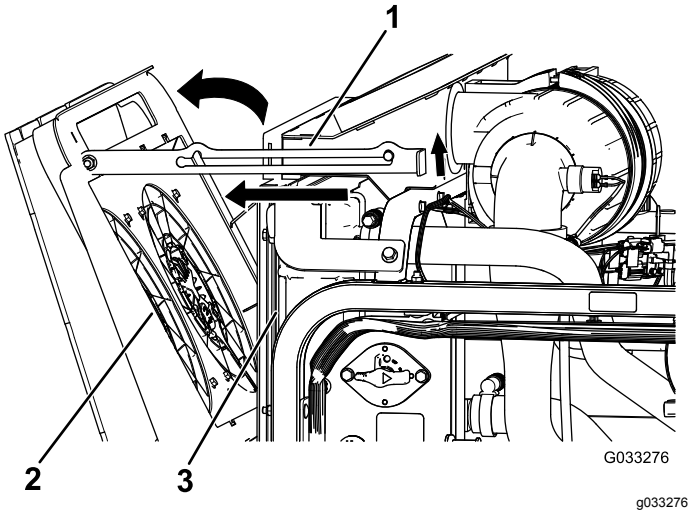

**Figur 120**
2. Rikta motorns kylfläktar mot kylarens bakre del och fäst stöttan i skåran (Figur 120).